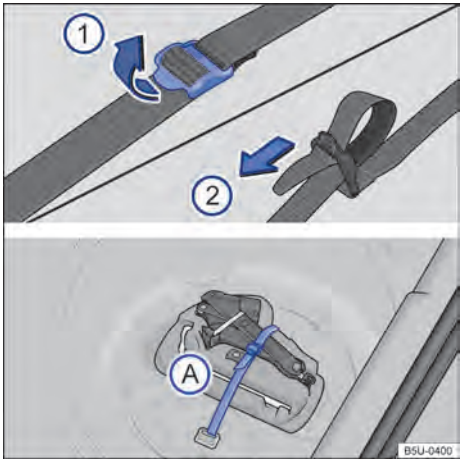

Fig. 160 En el maletero: cinta de fijación de la caja de herramientas y caja de herramientas de a bordo.
Para soltar la cinta de fijación → fig. 160 (A), tirar de la hebilla en el sentido de la flecha (1).